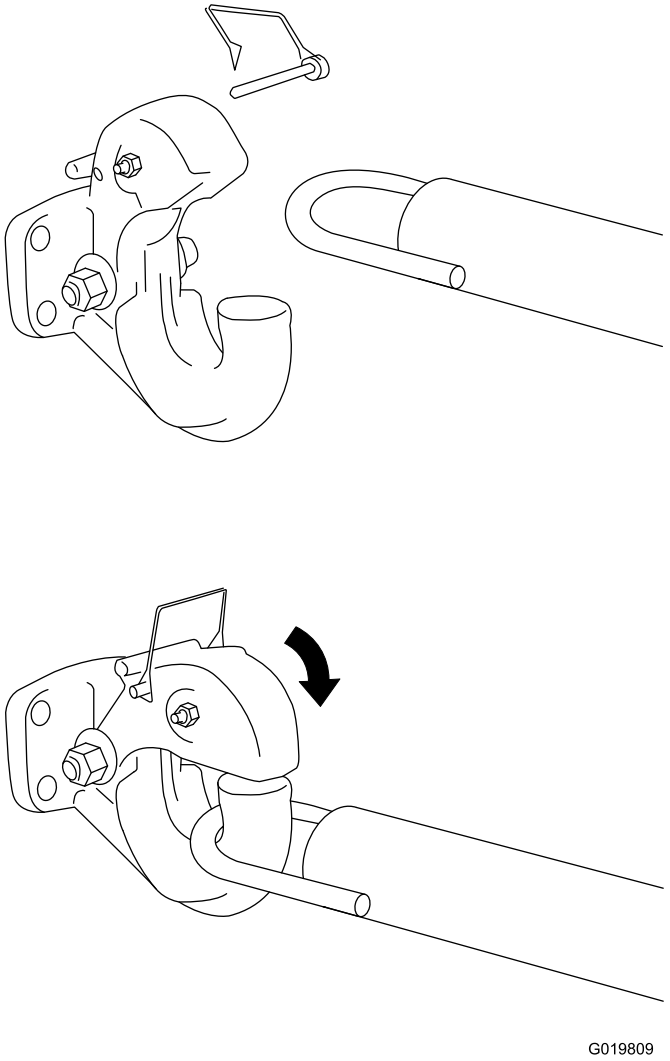

Figure 24
1. Retirez la goupille de l'œillet d'attelage et ouvrez-le (Figure 24).
2. Placez l'anneau de la barre de remorquage sur le crochet de l'œillet d'attelage (Figure 24).
3. Fermez le haut de l'œillet d'attelage et fixez-le avec la goupille (Figure 24).